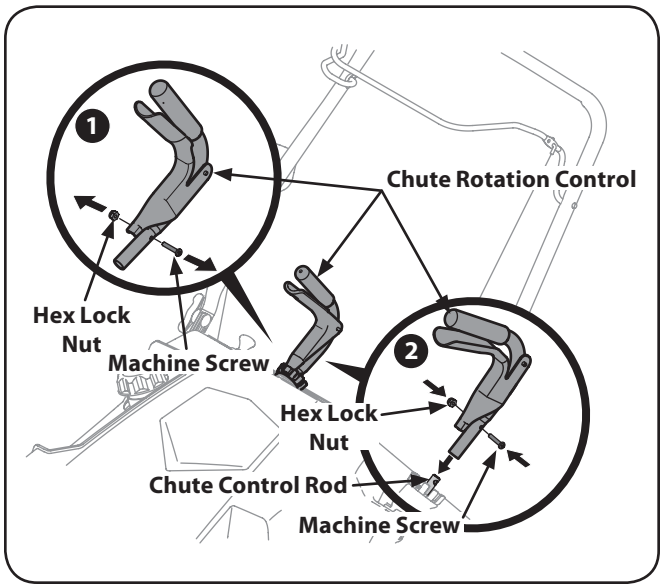

Figure 3-5
1. Remove the hex lock nut and machine screw from the chute rotation control. See Fig. 3-5.
2. Place the chute rotation control onto the chute rotation rod and secure with the hex lock nut and machine screw removed in step 1. See Fig. 3-5.